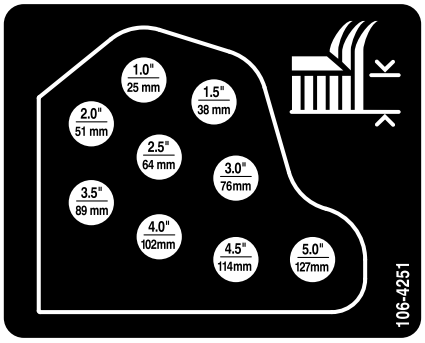

Figur 20
6. Montera klipphöjdskedjorna i önskat klipphöjdshål (Figur 20) med hjälp av sprintbulten och hårnålssprinten.